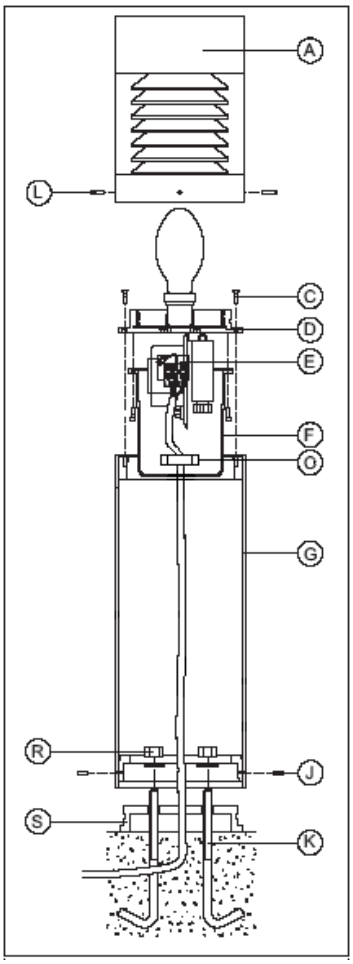

Рис. 1.
6.2. Установить в грунт и зафиксировать 4 анкерных болта **K**. (рис.1)